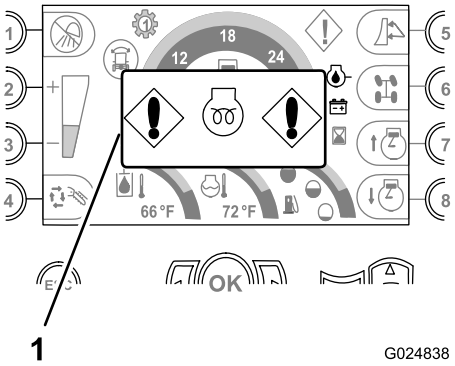

Figura 34
- **Indicador para aguardar partida do motor** – Este indicador é exibido quando a chave está na posição ON e a entrada do aquecedor de ar para o motor está energizada (Figura 34).
Nota: Aguarde até que o indicador não mais apareça antes de tentar dar partida no motor (Figura 34).